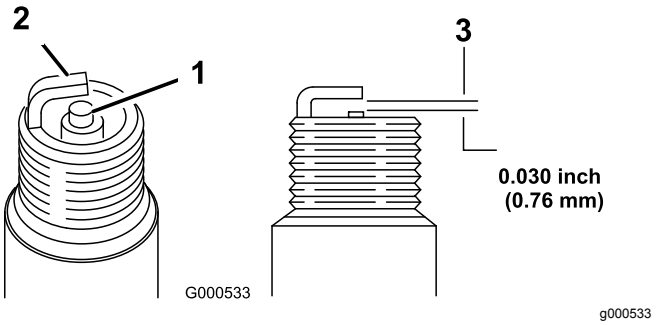

Figure 25
5. Réglez l'écartement des électrodes à 0,76 mm, comme montré à la Figure 25.